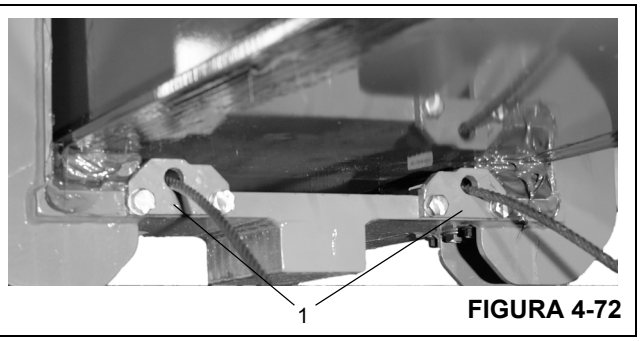

FIGURA 4-72
20. Fije los anclajes de cables de retracción de la sección de extremo a la punta de la sección central interior (Figura 4-72, 1).